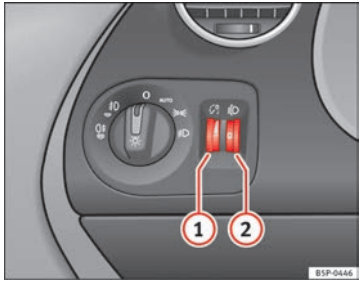

Abb. 72 Ausschnitt aus der Instrumententafel: Regler für die Instrumenten-/Schalterbeleuchtung und Leuchtweitenregulierung
Bei eingeschaltetem Licht lässt sich die Helligkeit der Instrumenten- und Schalterbeleuchtung durch Drehen des Rändelrades ⇒ Abb. 72 (1) stufenlos regulieren.